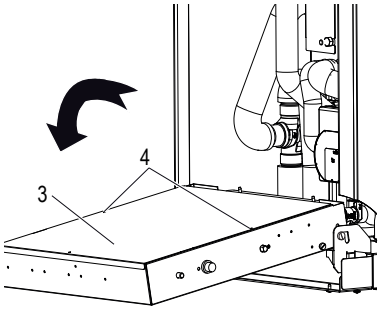

rys. 19 - jak obrócić skrzynkę elektryczną
- obrócić do przodu (rys. 19), zdjąć tylną płytę osłonową (el. 3 - rys. 19) zamocowaną 2 śrubami (el. 4 - rys. 19).